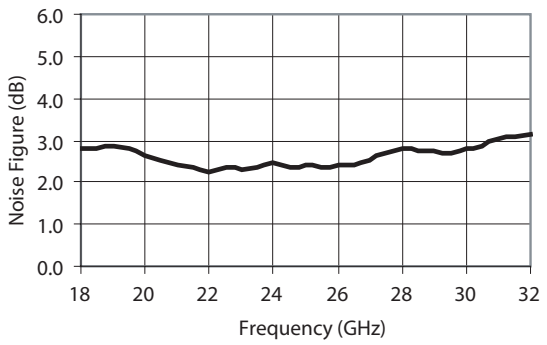

Figure 2. Noise Figure
2. Noise Figure is measured with a 3-dB pad at the input of the device. Losses are de-embeded from the data shown in Figure 2, 8 and 10.